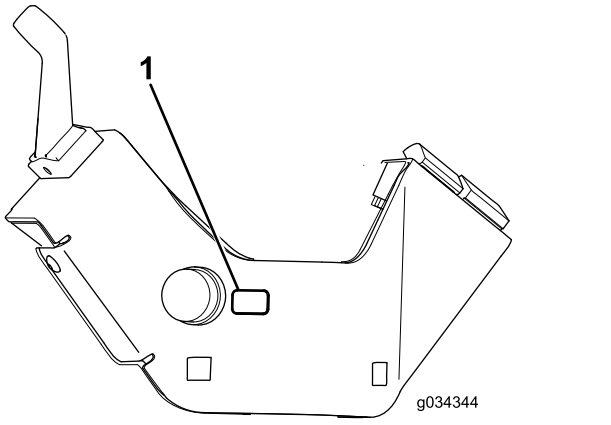

Figur 13
2. Påsæt hornmærkaten (delnr. 104-6957) som vist i Figur 13.